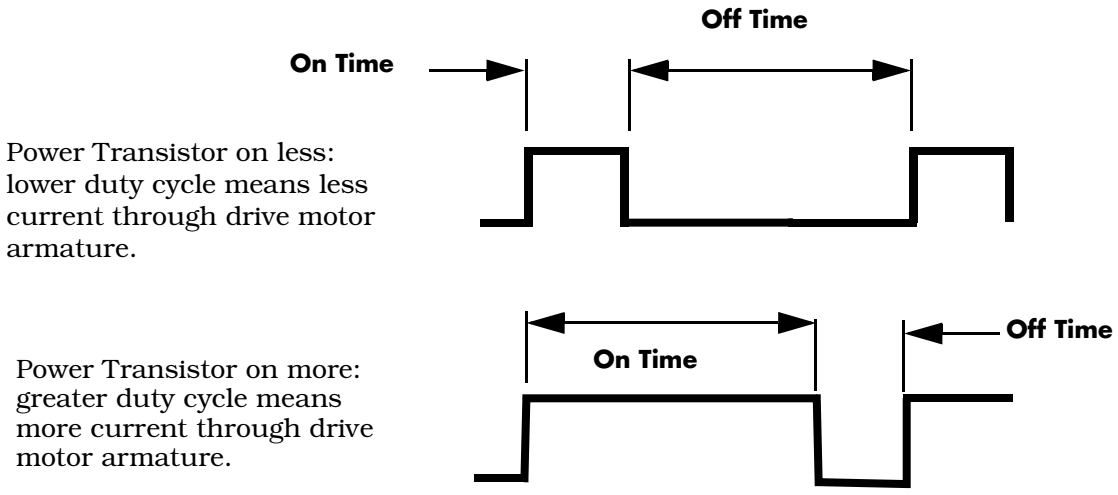

Figure 8-18: Duty Cycle Comparison for Current Limiting
3. The lowered duty cycle causes the Power Transistor (Q1) to conduct less current. See Figure 8-18.